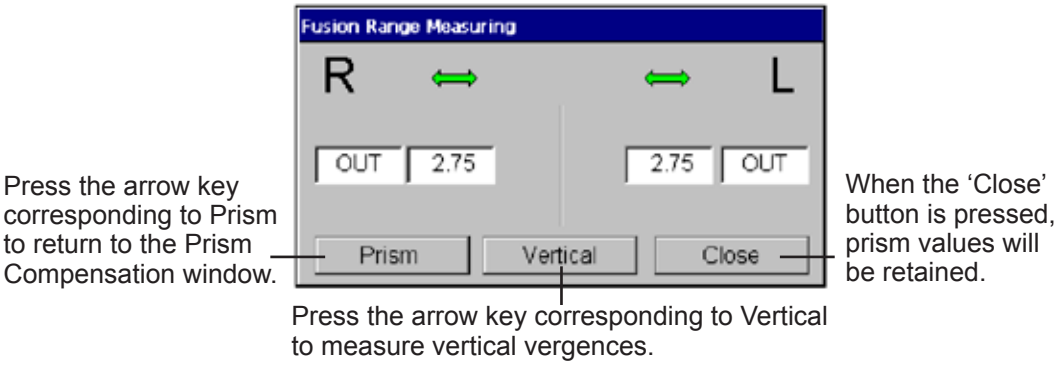

Figure IU-16, Fusion Range Window
5. Starting from zero prism power, slowly dial in Base In prism in both eyes until the patient indicates the letters have blurred and then doubled. Refer to Figure IU-16.